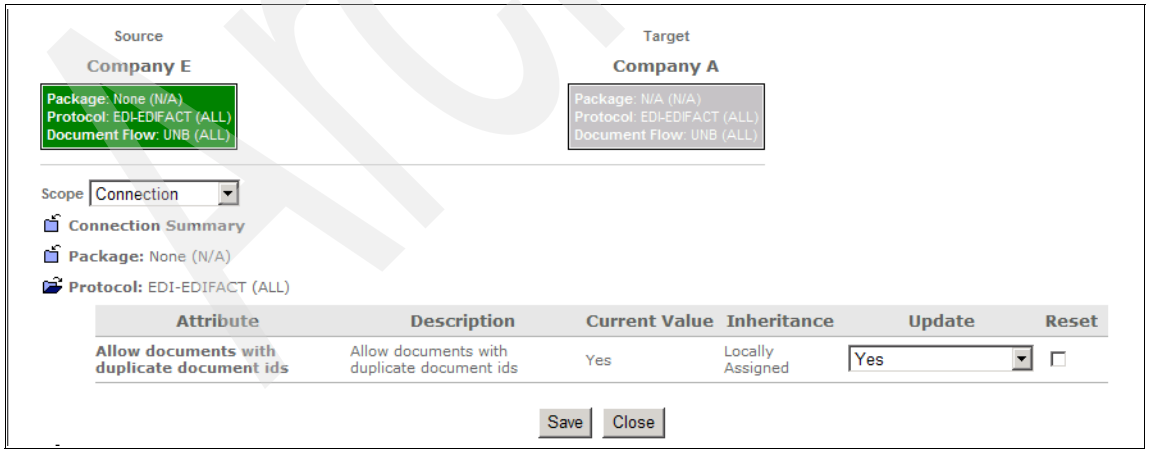

Figure 21-21 Updating connection attributes
b. In the Connection Attributes window, we want to set Allow documents with duplicate document ids to **Yes**. This will make it possible to send the same sample document into the system without being rejected. To illustrate batching, we will send sample documents through several times to observe the output. You actually set the parameter by clicking the **Protocol: EDI-EDIFACT** folder and choosing **Yes** in the Update field (Figure 21-21). **Save** the changes.